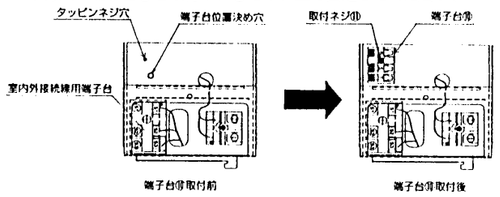

図8 端子台取付図
1. 制御ボックス正面（図8参照）の室内外接続用端子台上部の端子台取付穴に端子台⑩を取付ネジ⑪でネジ止め固定してください。